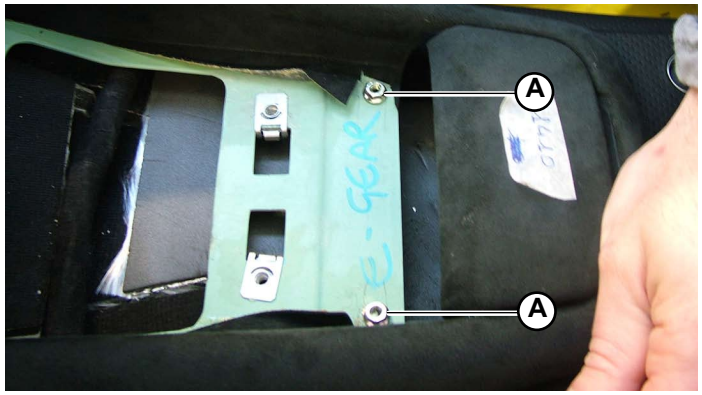

Fig.11
2. Secure the central armrest to the tunnel using the 2 screws (**A-Fig.11**).